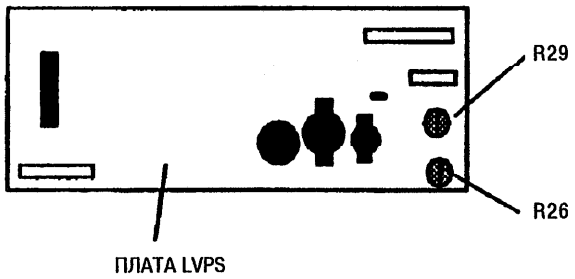

Рис. 1. Настройка напряжения подмагничивания
2. (Рис. 1): Настроить R29 до показаний напряжения -247 до - 253 В.